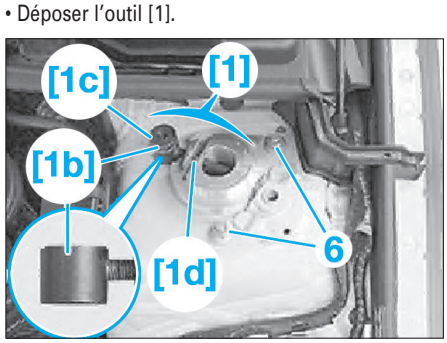

Fig. 5
• Insérer l'outil [1] dans l'évidement du passage de roue **(Fig.5)**.